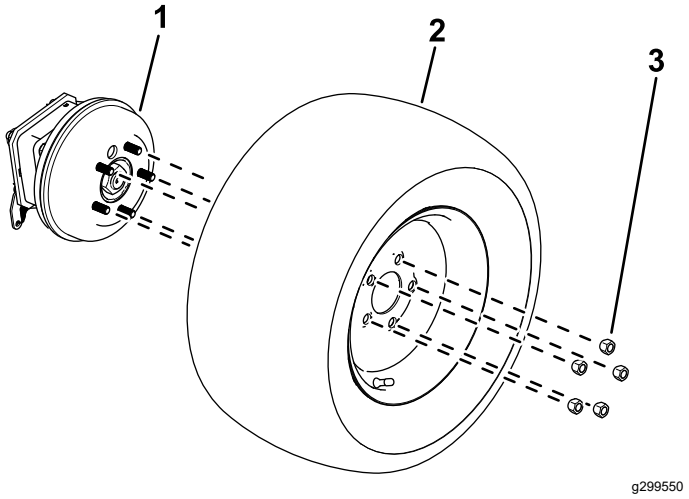

Figura 11
2. Allentate e rimuovete i dadi delle ruote (Figura 11).
3. Rimuovete le ruote dai mozzi (Figura 11).
1. Utilizzate i dadi ruota rimossi in precedenza per fissare gli pneumatici ai mozzi delle ruote (Figura 11).